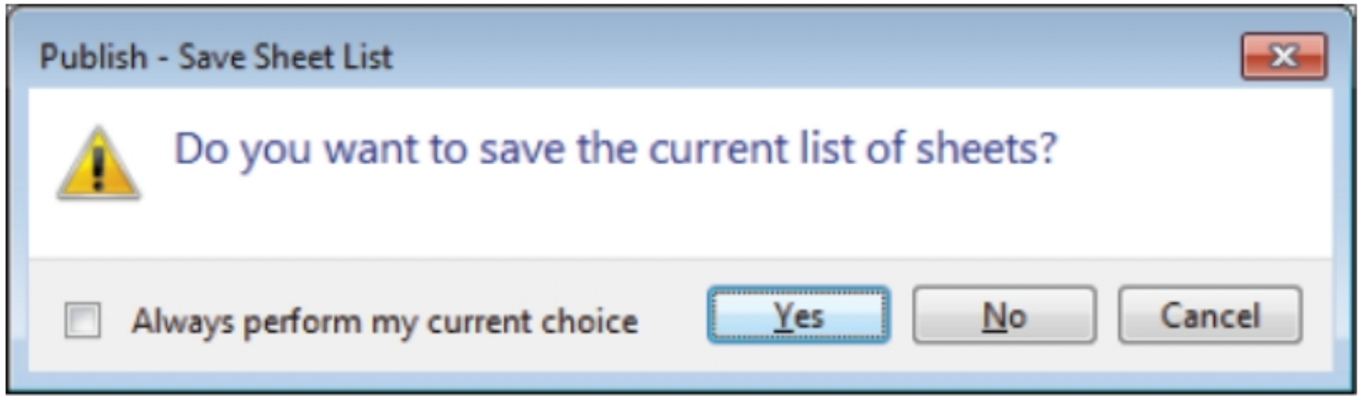

Figure-37. Publish Save Sheet List dialog box
- Browse to desired location and then click on the **Select** button. If you have unsaved sheet list then the **Publish - Save Sheet List** dialog box will be displayed as shown in Figure-37.